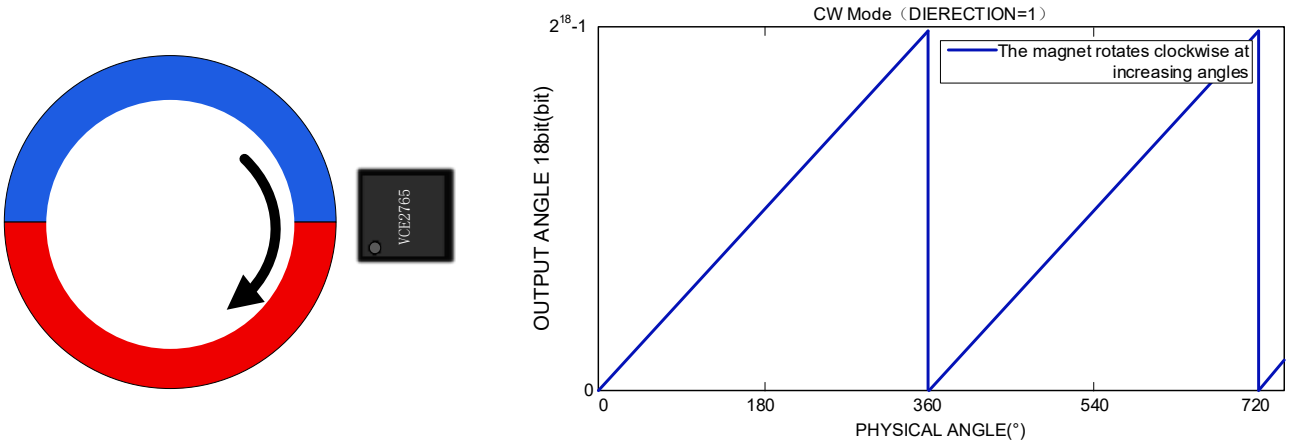
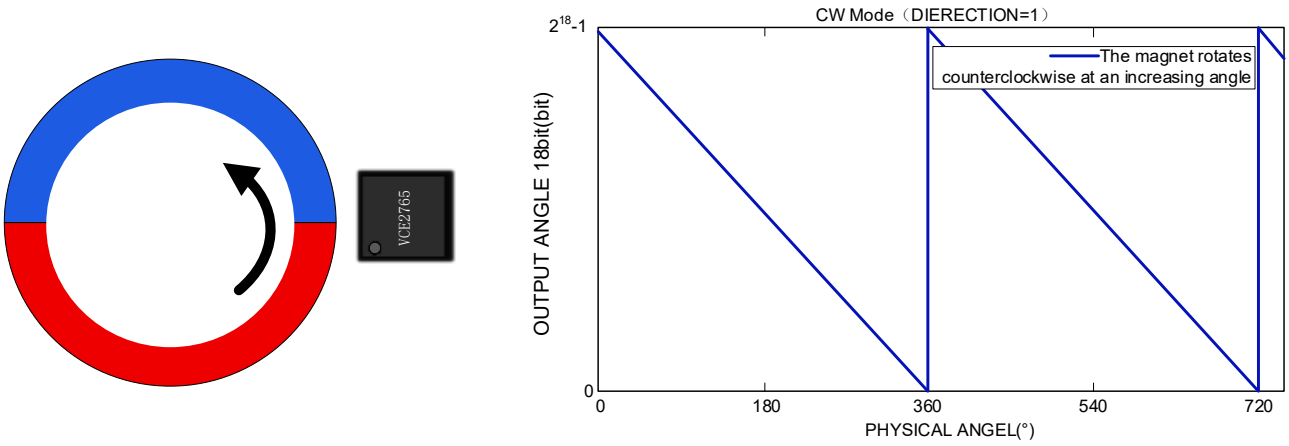
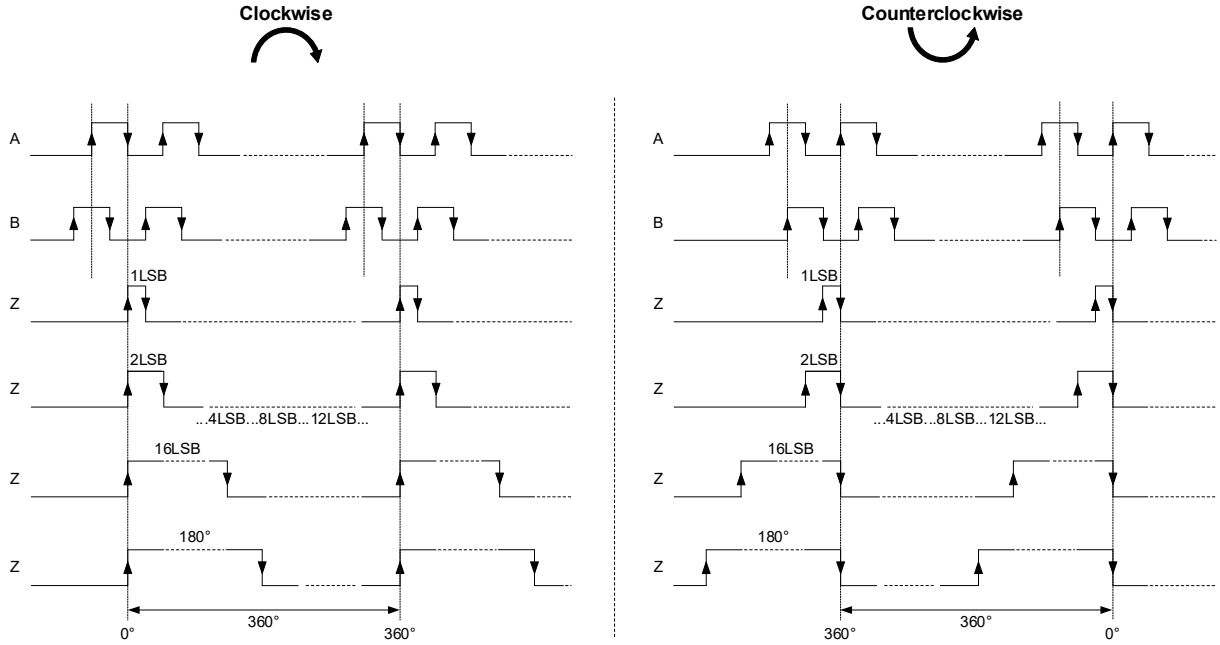

Figure 5. Clockwise Rotation of the Magnetic Ring and Angle Output in CW Mode
Figure 6. Magnetic Ring Rotating Counterclockwise and Angle Output in CW Mode
Figure 7. ABZ Signal Output Diagram (Z pulse width Optional: 1/2/4/8/12/16LSBs/180°)
The device is mounted on one side of the magnetic ring. Figure 5 shows the clockwise rotation of the magnetic ring and the corresponding angle output curve in CW mode. Figure 6 shows the counterclockwise rotation of the magnetic ring and the corresponding angle output curve in CW mode.
Figure 7 illustrates the output signals of A, B, and Z during clockwise (CW)/counterclockwise (CCW) magnet rotation in CW mode. For CW rotation (refer to Figure 5), the A signal lags the B signal by a quarter-period. For CCW rotation (refer to Figure 6), the A signal leads the B signal by a quarter-period. The Z signal indicates the 0° angular position, generating one pulse per 360° magnet rotation. The Z-signal high-level pulse width is user-programmable via register Z_WIDTH[2:0] to achieve specific duty cycle requirements. Alternatively, the Z high-level width can be set to 180°, where one complete Z pulse cycle (high + low states) constitutes a 360° signal output.